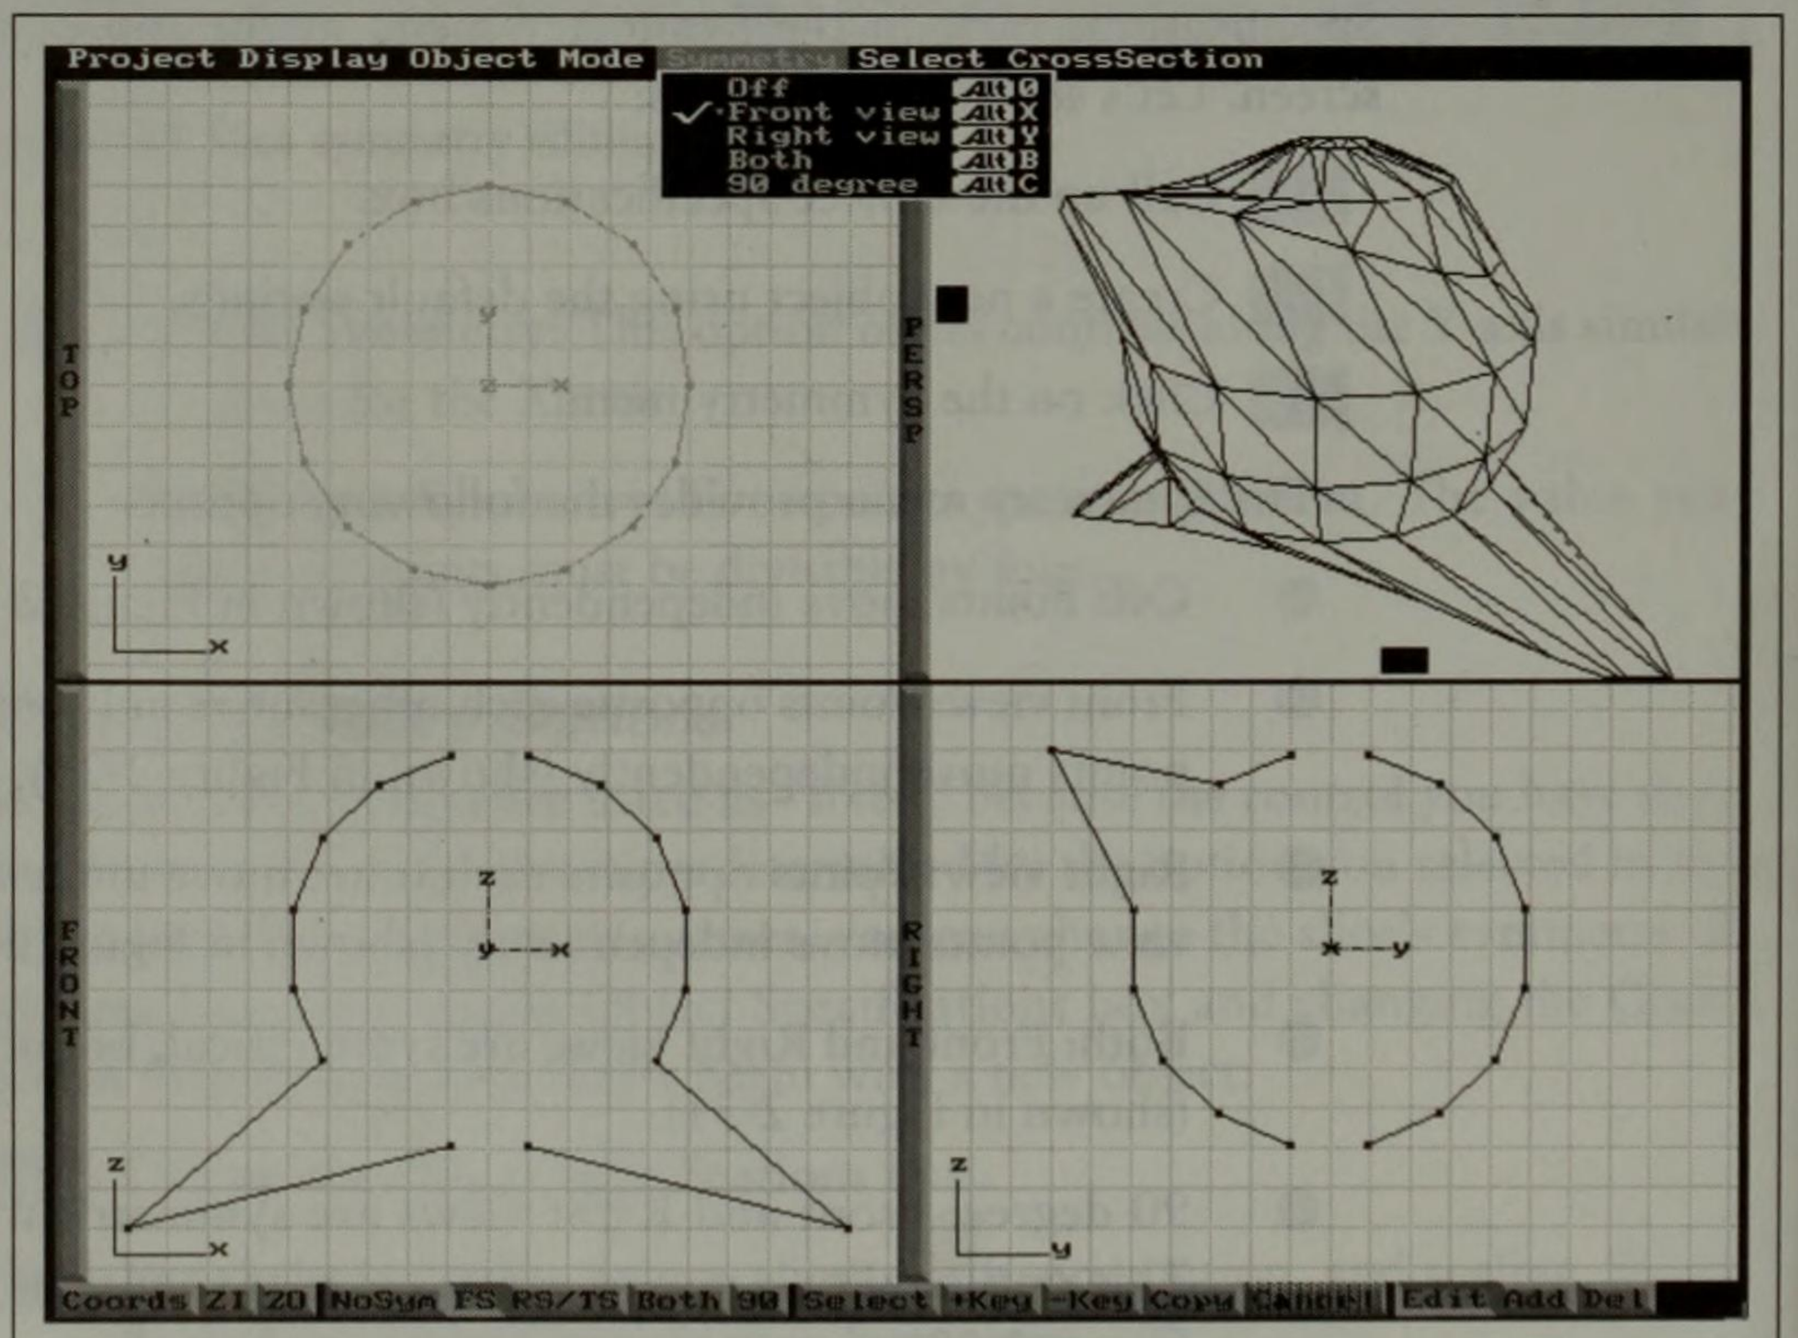

Figure 2-29
- **Front view**: Points opposite each other move in Front view. Right view points move independently (shown in Figure 2-29).